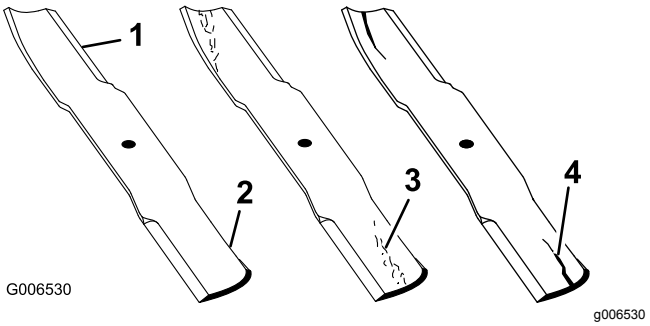

Figur 100
1. Efterse skærekanterne (Figur 100).
4. Hvis skæreknivene er beskadiget eller slidt, eller hvis der er antydning af en revne i dette område, skal der straks monteres nye skæreknive (Figur 100).